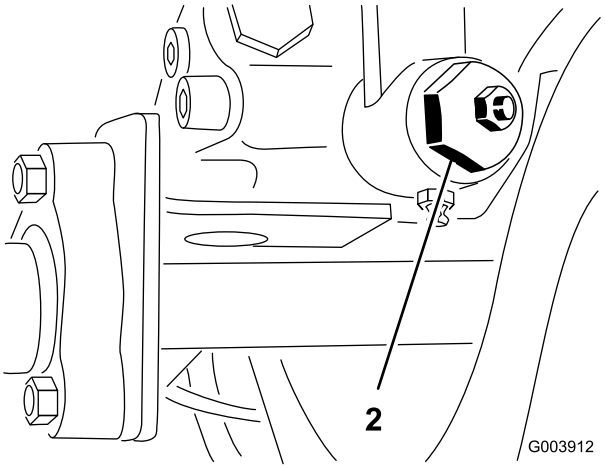

Figur 61
3. Lossa låsmuttern på hjuldrivningens justeringskam under maskinens högra sida (Figur 61).